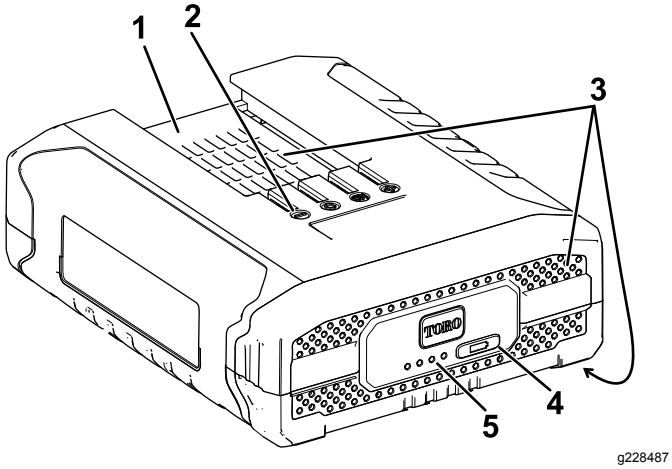

Figura 3
2. Alinee el hueco de la batería (Figura 3) con la lengüeta del cargador.